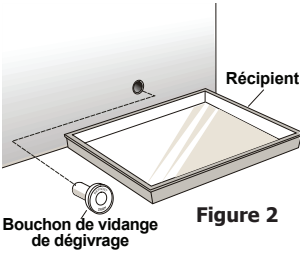
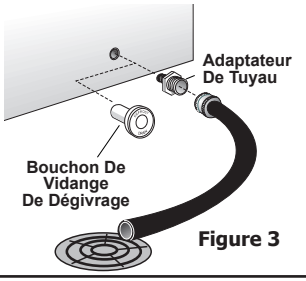

Figure 2
Figure 3
- Placez un récipient peu profond ou le diviseur/plateau de dégivrage (le cas échéant) au-dessous de la sortie de vidange. Retirez le bouchon de vidange extérieur (voir figure 2). Un adaptateur de tuyau d'arrosage de 1,3 cm (0,5 po) peut être utilisé pour vidanger le congélateur directement dans un siphon de sol (voir figure 3). Si votre modèle n'est pas équipé d'un adaptateur, vous pouvez en acheter un dans la plupart des quincailleries.